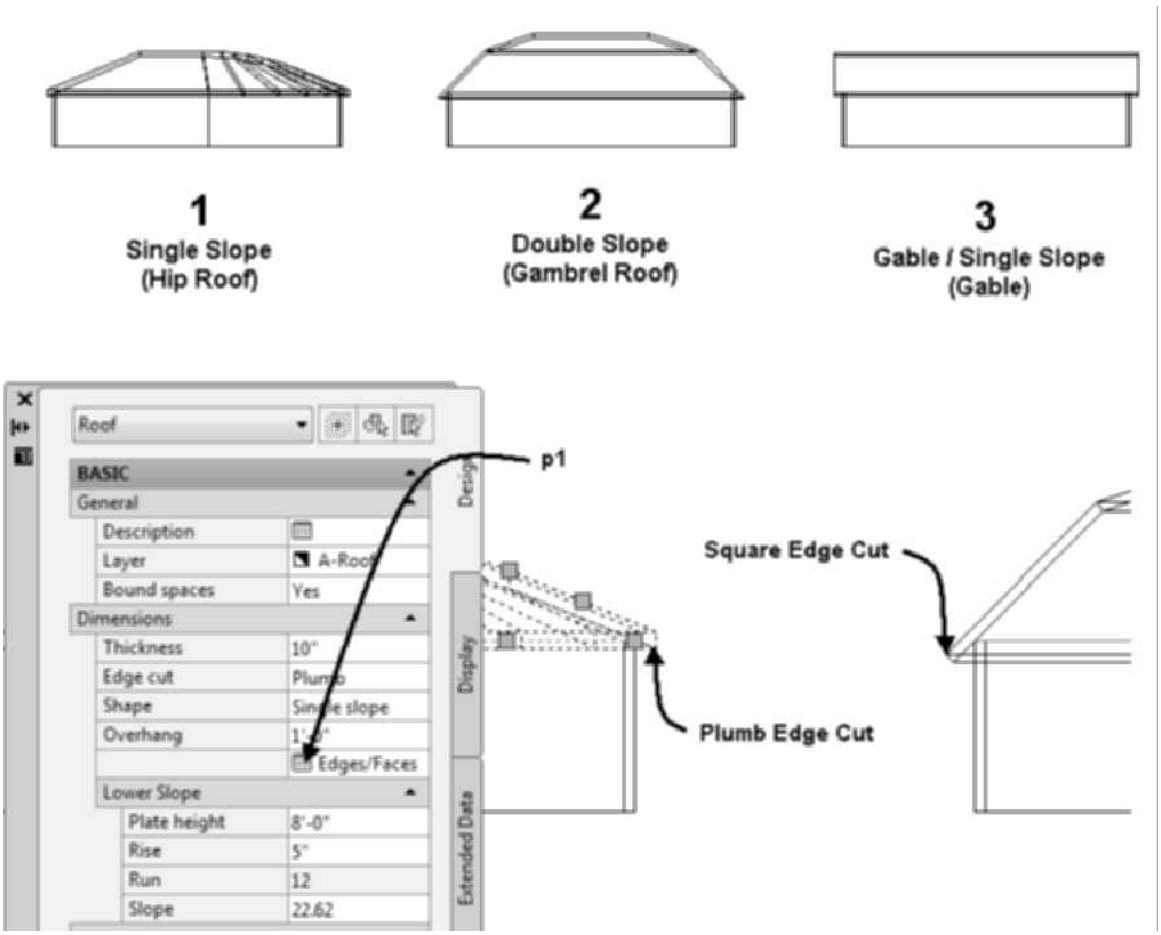
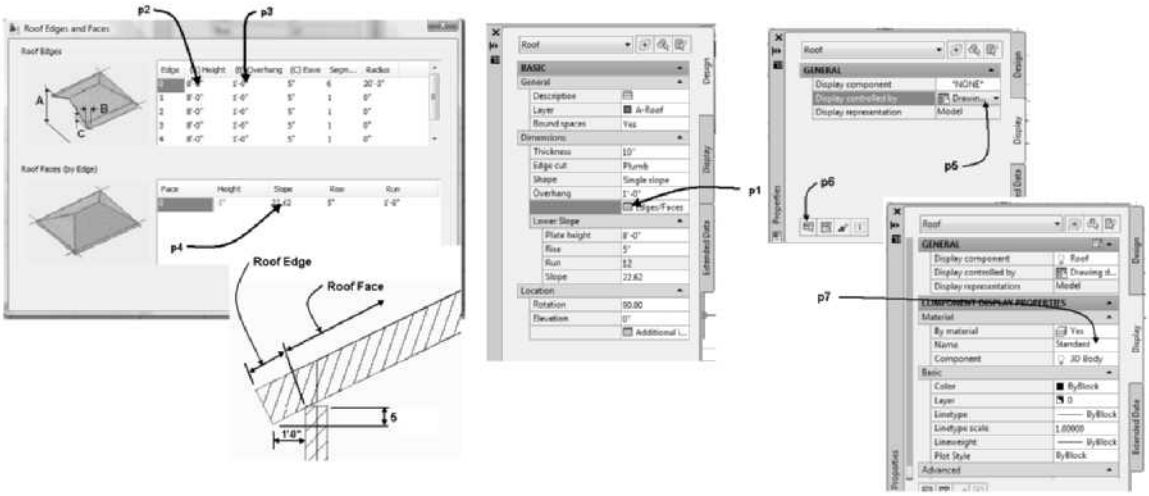

FIGURE 7.7 *Setting the Edge cut of a roof*
FIGURE 7.8 *Edit of Roof Edges and Faces dialog box*
3. Double-click to select the roof of building 1 as shown in Figure 7.7. The Shape of this roof is defined as **Single Slope** in the Properties palette. Each edge of the roof slopes to create a Hip Roof. Press **Escape** to end selection.
4. Select the roof of building 2 as shown in Figure 7.7. The Shape of this roof is defined as **Double Slope** in Shape field of the Properties palette. Each edge of the roof
5. Select the roof of building 3 as shown in Figure 7.7; this roof was created by using the **Gable** and **Single Slope** shapes. Press Escape to end selection.
6. Select the roof for buildings 1 and 2 as shown in Figure 7.7. Choose **Zoom Object** from the Zoom flyout of the Navigation bar.
7. Select the roof for building 1 shown at left. The Edge cut of this roof is **Plumb** which provides a vertical fascia as shown in Figure 7.7. Press Escape to end selection.
9. Choose Top from the View Cube. Select the roof for building 1 which includes a curved edge. Choose the **Edges/Faces** button at **p1** as shown in Figure 7.8 to open the Roof Edges and Faces dialog box. The Roof Edges and Faces dialog box shown in Figure 7.8 includes a list of roof planes that were created. Edge number 0 is the first edge created when the roof was placed. An edge is specified by selecting the first two points to create the first roof segment. The remaining edges are listed in ascending order in the same sequence as they were created. The properties of each edge are described in columns of the list box.
10. You may click the field at **p2** of Figure 7.8 to adjust the (A) Height which is the plate height or the distance from the XY plane that the roof plane begins for each edge. The roof is generated at the specified slope from this point.
11. Click in the field at **p3** in Figure 7.8 to adjust the (B) Overhang shown as the horizontal distance the edge projects from the wall line. The roof extends at the specified slope angle to create the overhang equal to the horizontal overhang distance. The overhang creates the soffit component of the roof.
12. The (C) Eave, Segment, and Radius are shown and reflect the slope and location of the roof. The slope of each Face associated with each edge is modified by selecting an Edge in the Roof Edges pane at top and then editing the field at **p4** from the Roof Faces (by Edge) pane. You may hold down the Ctrl key to select more than one edge from the Roof Edges pane for edit.
14. Choose the **Display** tab of the Properties palette. Choose the flyout at **p5** to verify Display controlled by is set to Drawing default setting. Choose the Select Component button shown at **p6** in Figure 7.8. Choose the roof of building 1 as shown in Figure 7.7.
15. The settings for the Roof display component are shown at right in Figure 7.8.
16. You may modify the material specified for the selected component if you click at p7 as shown in Figure 7.8 to select a different material definition of the drawing.